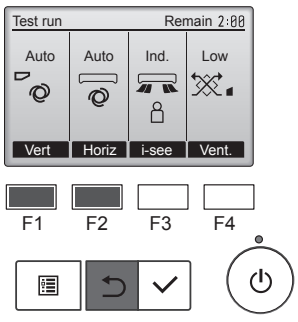

Fig. 7-4
(2) Premere il pulsante [SCEGLI] per visualizzare lo schermo di funzionamento dei deflettori, quindi premere i pulsanti [F1] e [F2] per verificare il deflettore automatico. (Fig. 7-4)